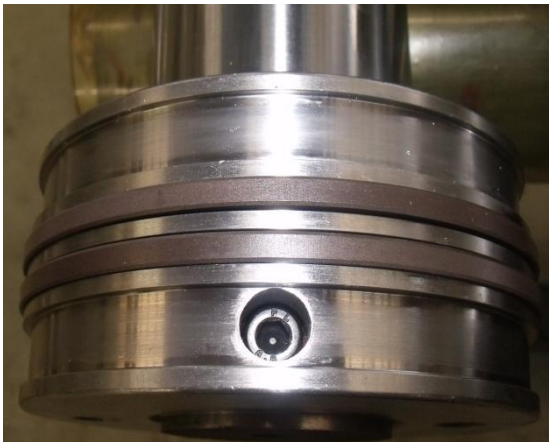

Figure 12
4. Screw down piston bolts with special tools (refer to figure 12).